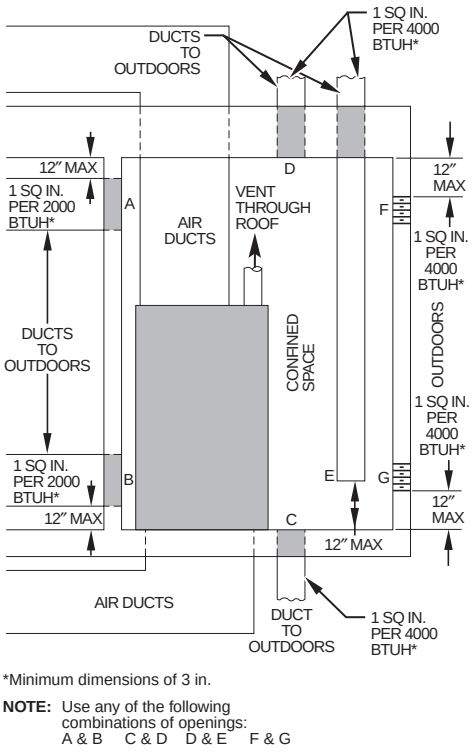

Fig. 8—Confined Space: Air for Combustion and Ventilation from Outdoors
a. If combustion air is taken from outdoors through 2 vertical ducts, the openings and ducts **must** have at least 1 sq in. of free area per 4000 Btuh of total input for all equipment within the confined space. (See Fig. 8 and Table 2.)
b. If combustion air is taken from outdoors through 2 horizontal ducts, the openings and ducts **must** have at least 1 sq in. of free area per 2000 Btuh of total input for all equipment within the confined space. (See Fig. 8 and Table 2.)
c. If combustion air is taken from the outdoors through a single opening or duct (horizontal or vertical) commencing within 12 in. of the top of the confined space, the opening and duct **must** have at least 1 sq in. of free area per 3000 Btuh of the total input for all equipment within the confined space and not less than the sum of the areas of all vent connectors in the confined space. Equipment clearances to the structure shall be at least 1 in. from the sides and back and 6 in. from the front of the appliances. (See Table 2 and Fig. 8.)